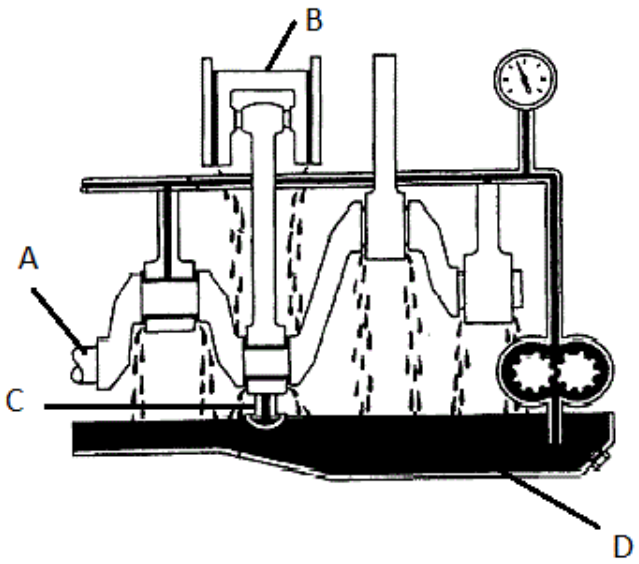

FIGUUR 2
4.6 FIGUUR 2 toon 'n spatsmeringsopset.